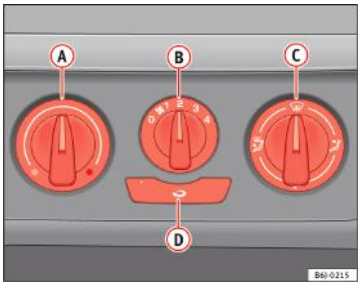

Fig. 99 Comenzile sistemului de încălzire de pe planşa de bord
– Puteţi regla temperatura, distribuţia aerului şi turaţia aerotermei utilizând butoanele de comandă (A) şi (C) şi butonul (B) ⇒ fig. 99.
– Pentru activarea sau dezactivarea modului de recirculare a aerului, apăsaţi butonul (D). Când funcţia este activată, se aprinde o lampă de avertizare integrată în buton.